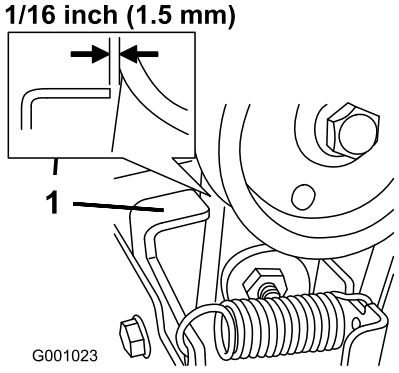

**Figure 48**
3. With the auger/impeller lever disengaged, ensure that the gap between the auger clutch assembly and the tab is 1/16 inch (1.5 mm) (Figure 48).